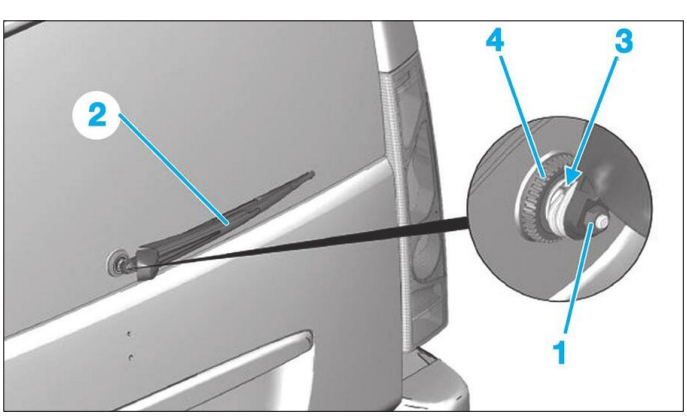
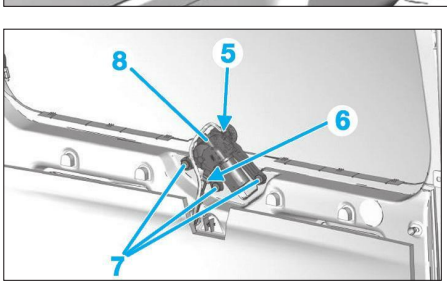

**Fig. 70**
**Fig. 71**
• Déposer l'écrou de fixation (1) **(Fig.70)**.
• À l'aide de l'extracteur approprié, déposer le bras d'essuie-vitre (2).
• Débrancher le tuyau de lave-vitre extérieure (3).
• Déposer la bague écrou (4).
• Ouvrir le hayon puis débrancher le tuyau de lave-vitre intérieur (5) **(Fig.71)**
• Débrancher le connecteur du mécanisme (6).
• Déposer les trois vis (7) et le moteur d'essuie-vitre arrière (8).